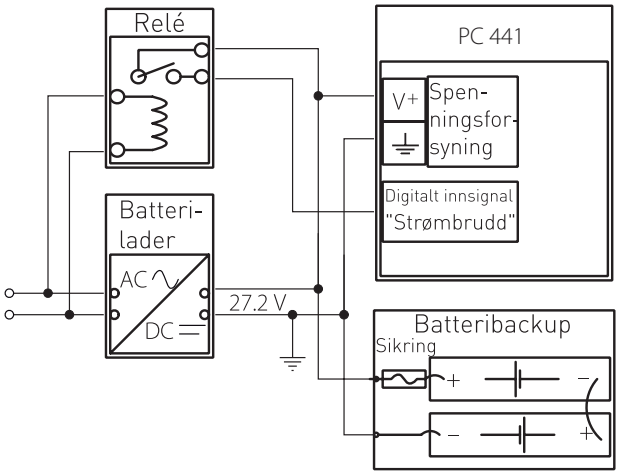

Figur 2. Strømmen må være likestrøm (DC) mellom 9 og 34 volt, men hvis den også lader batterier bør den være 27,2 V.
Strømforsyningen skal være likestrøm (DC) mellom 9 og 34 volt. Figur 2 viser hvordan man kobler en strømbruddsbryter til *Digital Inn 3* (terminal 5) og hvordan man kobler til en batteripakke for avbruddsfri drift.